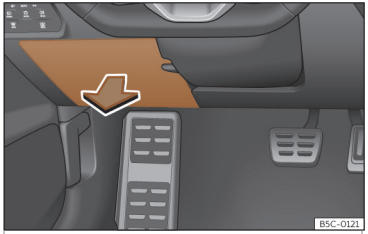

Abb. 47 Auf der Fahrerseite in der Instrumententafel: Abdeckung des Sicherungskasten.
- *Öffnen:* Abdeckung nach unten aufklappen››› **Abb. 47**.